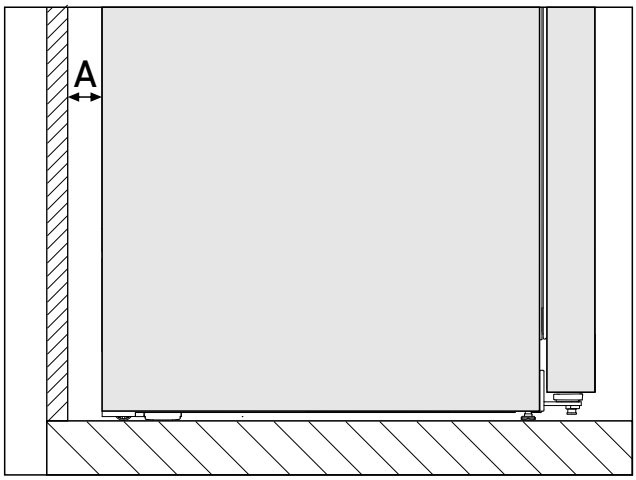

*Fig. 3 **
El consumo de energía se ha determinado con una distancia a la pared de *Fig. 3 (A)* entre la parte posterior del electrodoméstico y la pared. Si la distancia a la pared es inferior a *Fig. 3 (A)*, esto no influye en la funcionalidad del electrodoméstico. Con una menor distancia a la pared, el consumo de energía puede aumentar ligeramente y puede formarse condensación en la parte trasera del electrodoméstico.*